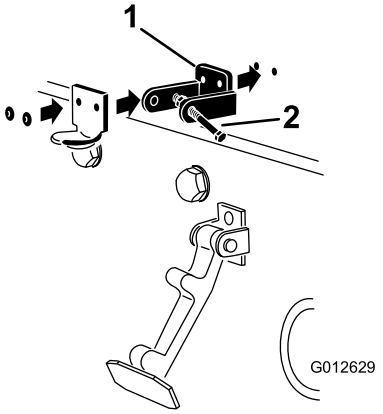

Figur 7
3. Placera CE-låsfästet och motorhuvsspärrfästet på motorhuven när du passar in monteringshålen. Låsfästet måste ligga mot motorhuven (Figur 7). Ta inte bort skruv- och mutterenheten från låsfästets arm.
5. Nita fast fästena och brickorna på motorhuven (Figur 7).